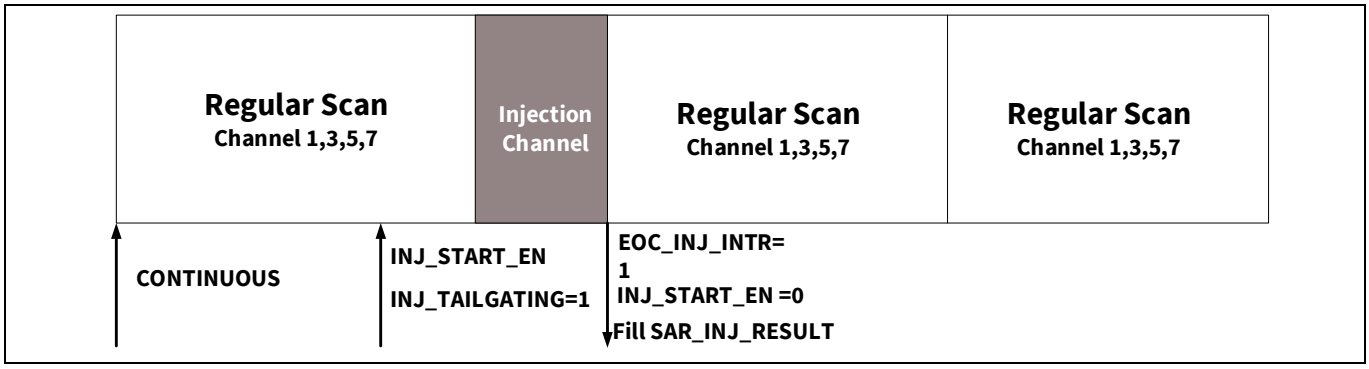

**Figure 22-14. Injection channel enabled with tailgating**
**Figure 22-14** is an example when injection channel is enabled during a continuous scan (channel 1, 3, 5, and 7 are enabled), and tailgating is enabled. Note that the INJ_START_EN bit is immediately cleared when the SAR is disabled (but only if it was enabled before).